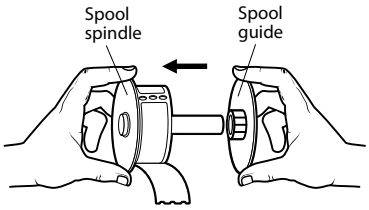

**Figure 1**
4. Hold the spool spindle in your left hand and place the label roll on the spindle so that the labels feed from underneath and the left edge of the label roll is firmly against the side of the spool. See Figure 1.